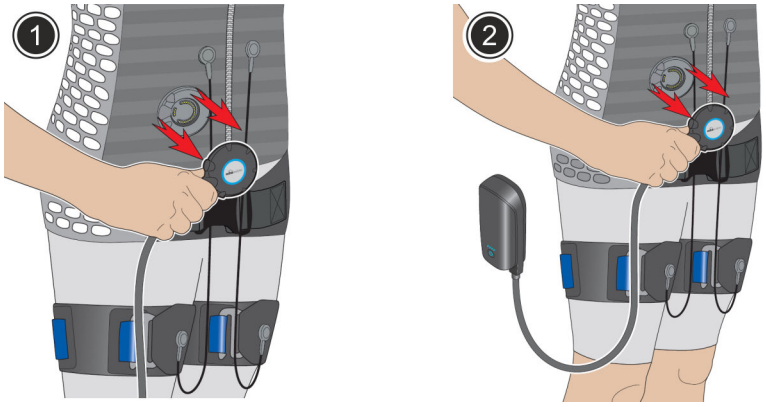

Fig. 60: Detaching the main connection
2. Disconnect the connection between the control unit and the i-body® (Fig. 60/1).
Disconnect the connection between the i-body® connect wireless and the i-body® (Fig. 60/2). See the “i-body® connect wireless” manual for further information.